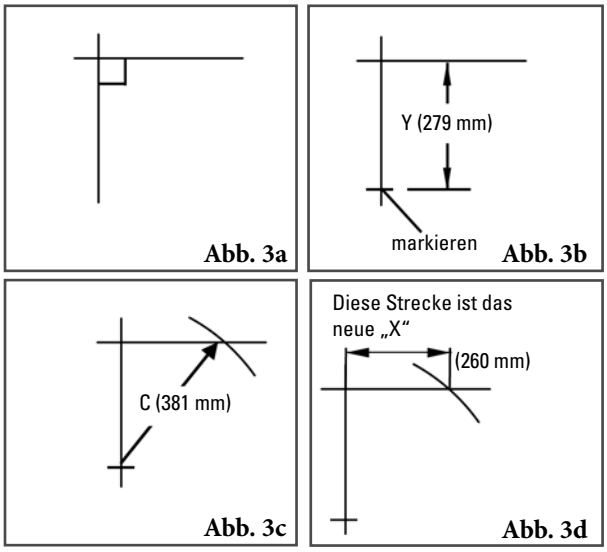

Abb. 3a Abb. 3b Abb. 3c Abb. 3d
2. **Das endgültige Maß ermitteln.** Auf einer ebenen, senkrechten Fläche mithilfe einer Wasserwaage eine horizontale und eine vertikale Linie anzeichnen, die im rechten Winkel zueinander stehen (Abb. 3a). Vom Schnittpunkt das ermittelte Y-Maß nach unten abtragen und die Position markieren (Abb. 3b) Ein Bandmaß an der geänderten Y-Markierung anlegen, dann einen Kreisbogen mit Radius C über die horizontale Linie schlagen und den Schnittpunkt markieren (Abb. 3c). Den Abstand vom ersten zum zweiten Schnittpunkt messen. Dies ist das neue X-Maß (Abb. 3d).